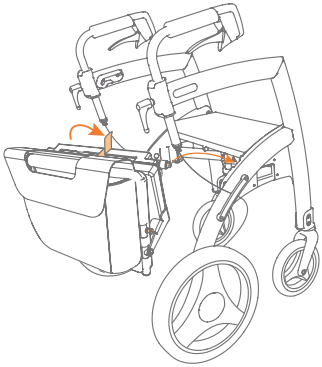

Figure 30: Attaching the transport chair package.
a. Nehmen Sie das Rollz Motion Rollstuhlpaket und halten Sie die Tasche in Ihre Richtung **(Abbildung 30)**.